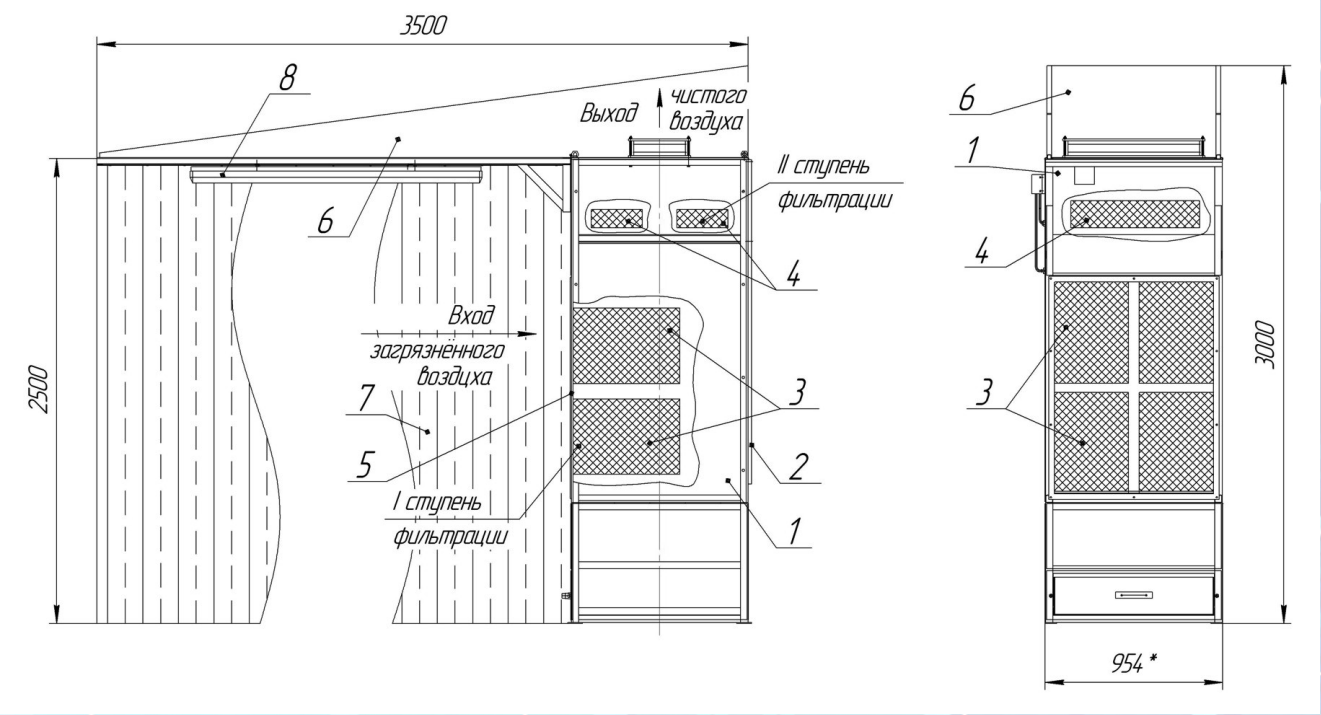

Рис. 2 Схема камеры КФВ-ОН с накопительной системой фильтрации воздуха
Камера КФВ-ОН, с накопительной системой фильтрации (рис.2), состоит из корпуса камеры (1), съемной двери (2) с вентиляционной решеткой (5), потолочного укрытия (6) с защитными шторами (7). За вентиляционной решеткой (5) в корпусе устанавливаются фильтры типа ФяК (3), выполняющие предварительную очистку загрязненного воздуха. Тонкая очистка осуществляется фильтрами типа ФяС-F (4), размещенными в верхней части корпуса. Замена фильтров ФяК и ФяС-F осуществляется через съемную вентиляционную решетку, расположенную на съемной двери (2).